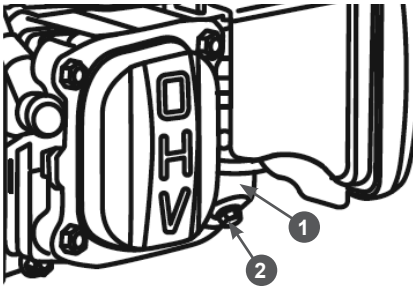

**Рис. 21 Слив топлива из карбюратора**
1. Установите под карбюратор 1 подходящую емкость (Рис. 21).
2. Открутите болт 2 сливного отверстия и слейте топливо из поплавковой камеры карбюратора (Рис. 21).